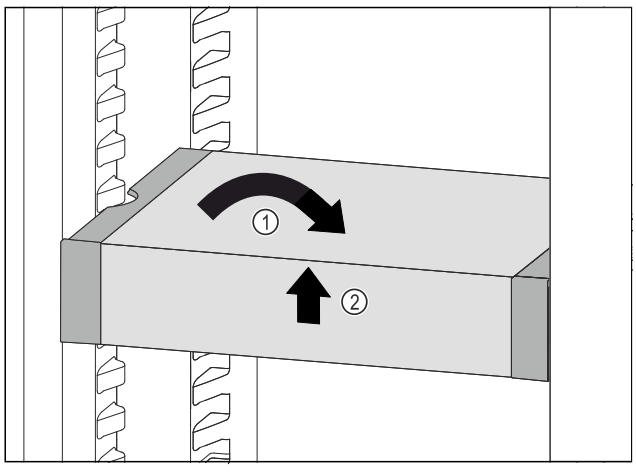

Fig. 179
▶ Poziționați drept VarioSafe. *Fig. 179 (1)*
▶ Ridicați în față VarioSafe. *Fig. 179 (2)*